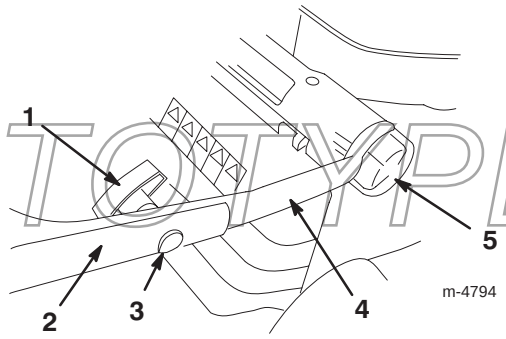

Figura 2
1. Allentate le manopole di regolazione dell'altezza della stegola e girate la stegola inferiore verso il retro del tosaerba, finché non si inserisce in una delle posizioni di regolazione dell'altezza della stegola, come illustrato nella Figura 2. La regolazione dell'altezza della stegola è riportata in Regolazione dell'altezza della stegola, pag. 7.
3. Montate la stegola superiore sulla stegola inferiore, utilizzando i bulloni a testa ovale e le manopole della stegola, come illustrato nella Figura 2. **Serrate a fondo le manopole della stegola.**